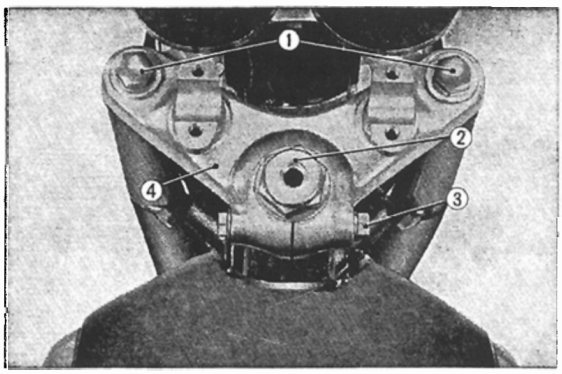

Fig. 4.12 Removing the fork top bridge
4. Separate the fork top bridge from the fork by unscrewing the front fork bolts, loosening the the steering stem nut and removing the 8 mm lock nut. **(Fig. 4.12)**